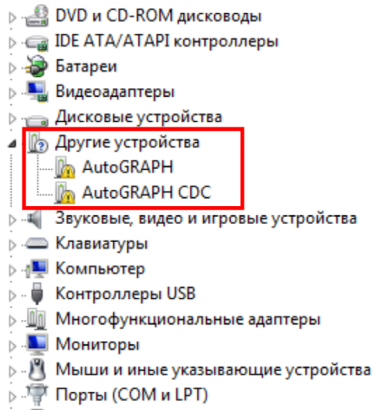
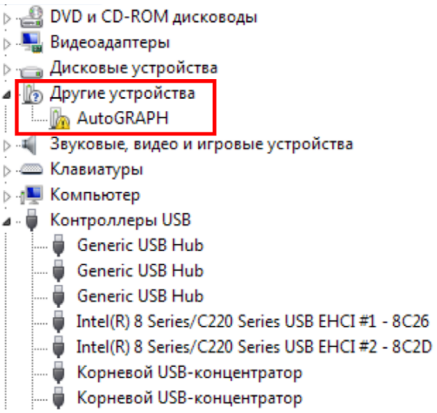

Рис.1. Прибор «АвтоГРАФ-GSM» с новым драйвером.
Рис.2. Прибор «АвтоГРАФ-GSM» со старым драйвером.
Программа «AG.GSMConf» версии 3.3.0 и выше поддерживает работу как со старым USB драйвером, так и с новым. Узнать, с каким драйвером работает прибор можно, подключив его компьютеру. Если прибор поддерживает работу с новым драйвером, то в Диспетчере устройств появятся два новых устройства – AutoGRAPH и AutoGRAPH CDC (Рис.1). Если устройство работает со старым драйвером, то в Диспетчере устройств появится одно новое устройство – AutoGRAPH (Рис.2).
- В Диспетчере устройств появятся новые устройства AutoGRAPH и AutoGRAPH CDC (Рис.1).
- При подключении прибора к ПК с установленной ОС MS Windows 7, прибор будет автоматически обнаружен (Рис.2). Необходимо скачать драйверы с поддержкой MS Windows 7 (AutoGRAPH_DRIVER_AND_GPS-MOUSE.zip) с официального сайта ООО «ТехноКом» и установить их вручную.